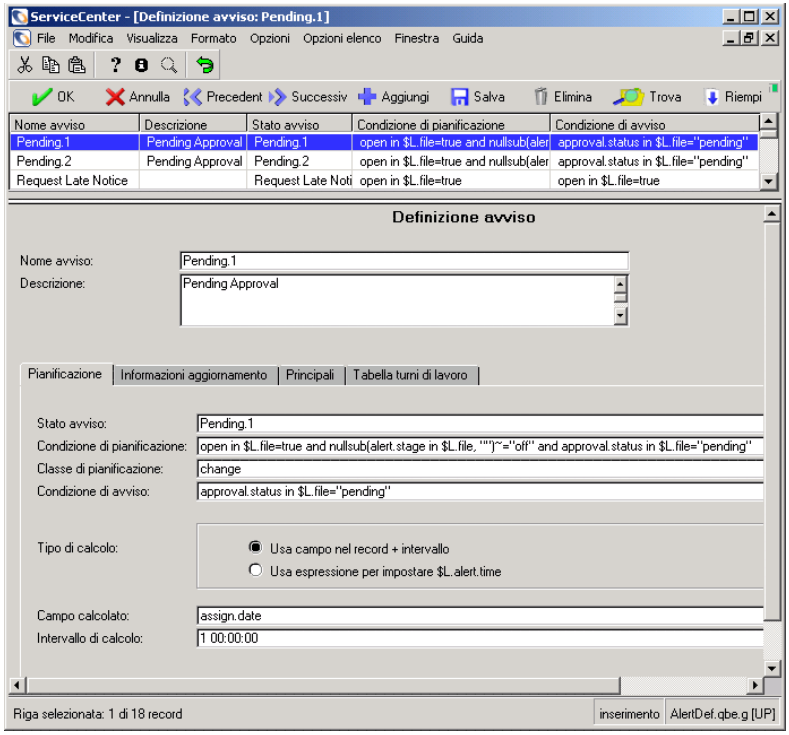

Figura 10-76: Elenco di record di definizione avvisi con il primo record visualizzato
4. Per visualizzare un record dell'elenco, fare clic sul nome dell'avviso. La Figura 10-76 mostra il record selezionato.
Vedere la scheda Pianificazione mostrata nella Figura 10-76 a pagina 482. La seguente tabella descrive i campi della scheda Pianificazione.